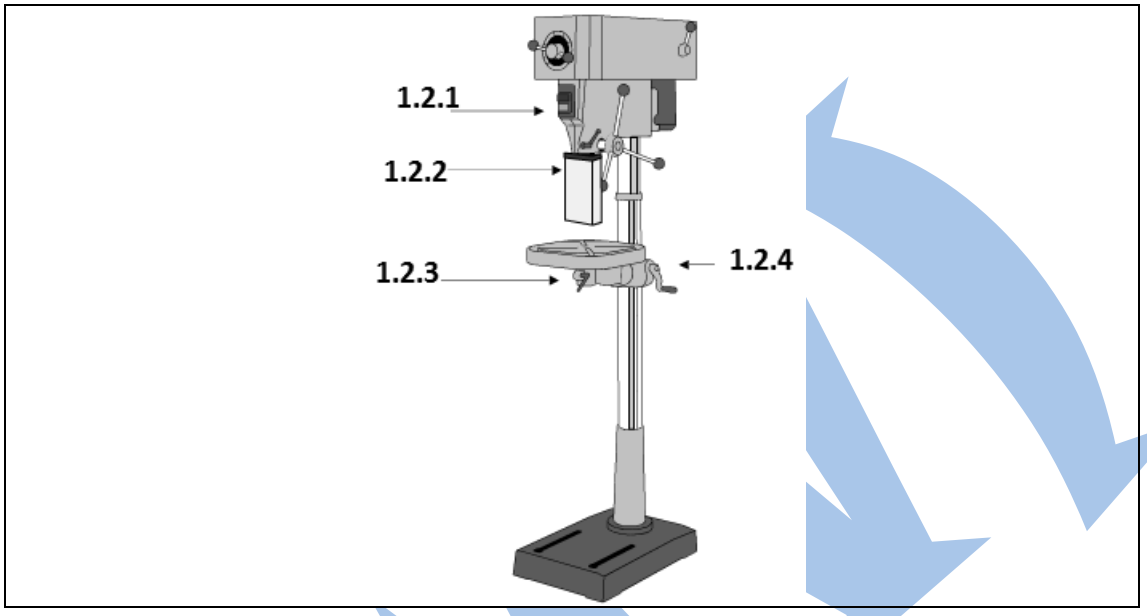

FIGURE 1 (4)
1.1 Identify the drill press shown in FIGURE 1 below. (1)
1.2 Name FOUR components marked (1.2.1–1.2.4) in FIGURE 1.